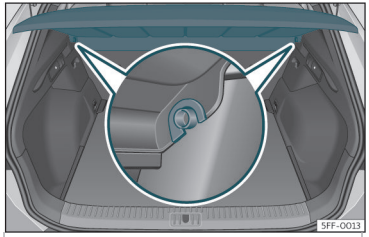

Fig. 106 En el maletero: desmontar y montar la bandeja.
- Desencaje la bandeja de los soportes laterales››› **fig. 106** tirando de ella hacia arriba y extraiga la bandeja.
- Introduzca la bandeja horizontalmente haciendo coincidir la “herradura” sobre el eje de los soportes››› **fig. 106** , y presione hacia abajo hasta que encastre.